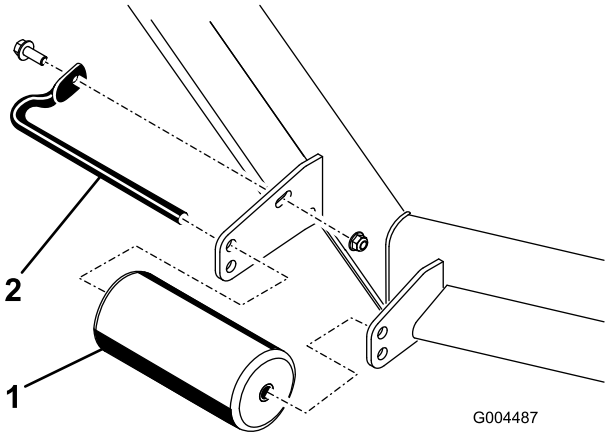
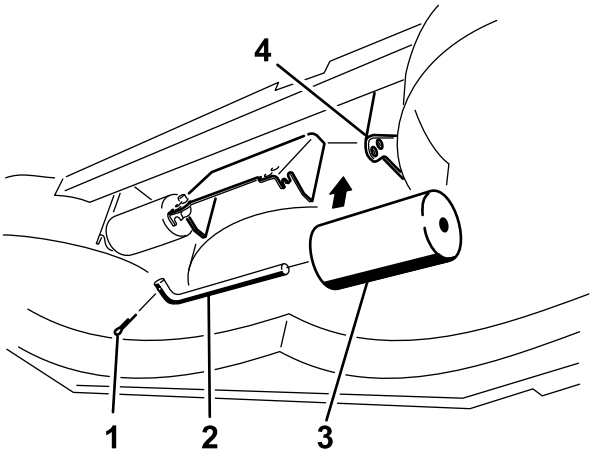

Figuur 25
Figuur 29
4. Maak de bevestigingen los waarmee de rollen vastzitten aan het maaidek, en zet de rollen naar wens hoger of lager; zie Figuur 25 tot en met Figuur 29 voor zover van toepassing op uw maaidek.